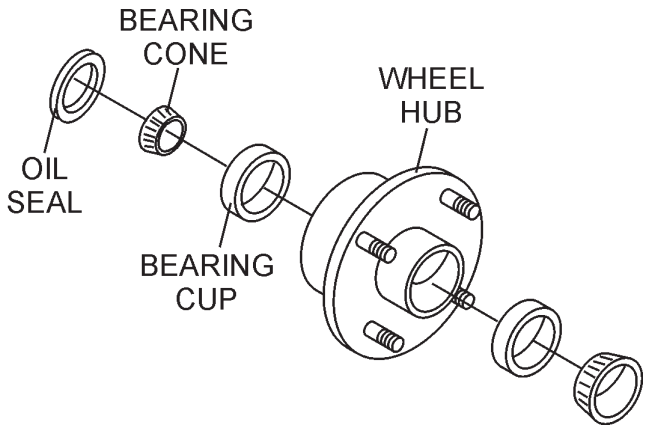

Figure 34. Wheel Hub and Bearings
1. After ***every 3 months*** of operation, remove the hub dust cap and inspect the wheel bearings (Figure 34). Once a year, or when required, disassemble the wheel hubs remove the old grease and repack the bearings forcing grease between rollers, cone and cage with a good grade of high speed wheel bearing grease (never use grease heavier than 265 A.S.T.M. penetration ("No. 2.").
2. Fill the wheel hub (Figure 34) with grease to the inside diameter of the outer races and also fill the hub grease cap. Reassemble the hub and mount the wheel. Then tighten the adjusting nut, at the same time turn the wheel in both directions, until there is a slight bind to be sure all the bearing surfaces are in contact.